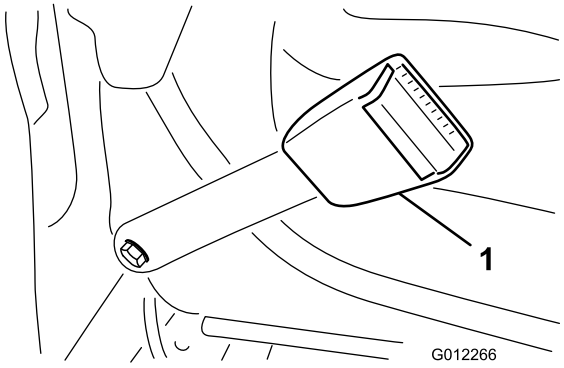

Figur 6
1. Monter enden av hver sikkerhetsbeltehalvdel i hullene i seteryggen med to bolter (7/16 x 1 tomme), flate skiver (7/16 tomme) og låseskiver (7/16 tomme) (Figur 6).